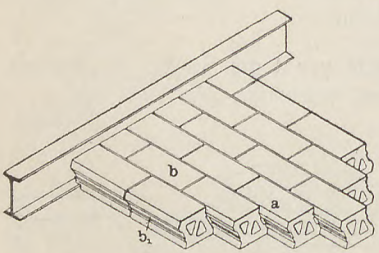

Fig. 107.
9. Gitterverdübelungsdecke (von F. G. Blochwitz, Dresden-Gostritz). Hierbei werden die Deckenfelder im Dreiecksverband innerlich verstrebt. Bei a können noch Verstärkungsdübel, die genau in die ausgesparten Nuten passen, eingezogen werden. Mit derartigen Eiseneinlagen kann eine solche Decke bis 3,0 m Spannweite erreichen. Für die I-Träger genügt eine Höhe von 14 cm. Das Eigengewicht beträgt pro qm 160—170 kg. Deckenhöhe = 12 cm, zu 1 qm Decke gehören 28—30 Steine, Fig. 107.